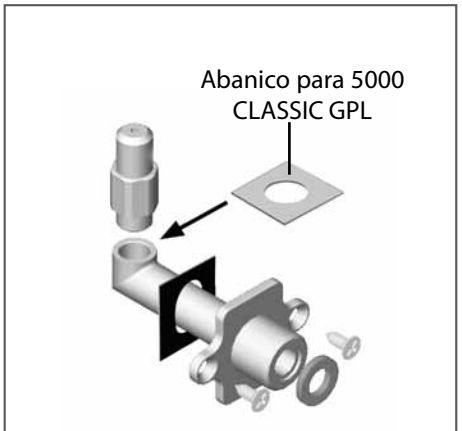

fig. 25
- Para pasar de un tipo de gas a otro es suficiente sustituir oportunamente el inyector del quemador principal (ver fig. 25) como indican los valores de la tabla de los datos técnicos.